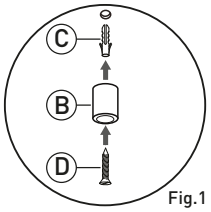
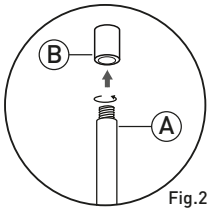
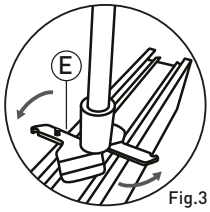
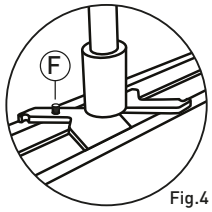

Fig.1
Fig.2
Fig.3
Fig.4
Fixe o chumbador (B) ao teto utilizando bucha (C) e parafuso nº6 (D) **(não fornecidos)**.**(Fig.1) Rosqueie a haste (A) no chumbador (B) até que esteja firme. (Fig.2) Posicione a luminária abaixo das travas (Fig.3). **Gire as presilhas cuidando para que suas abas encaixem no rebaixo interno da luminária e aperte os parafusos (F) com a chave allen até travá-las completamente (Fig.4).** (Certifique-se de que estejam firmes para evitar acidentes).